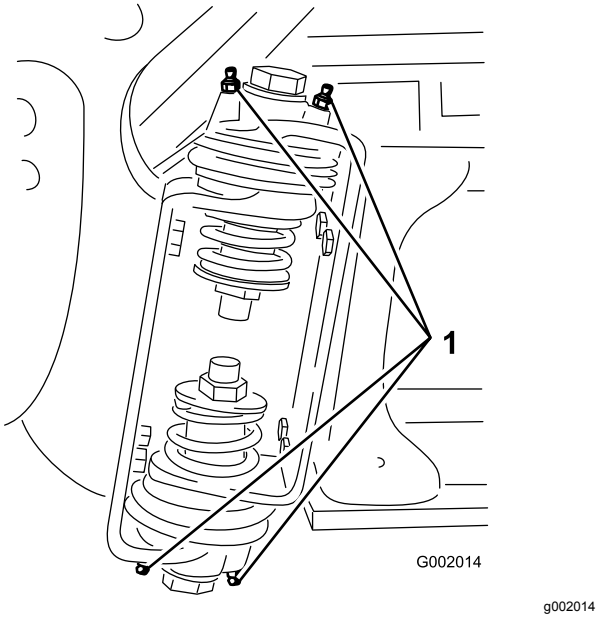

Figuur 36
2. Pomp vet in het lager of de lagerbus bij elke smeernippel Figuur 36.